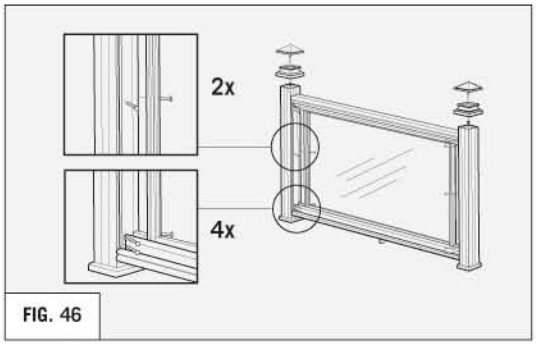

FIG. 46
9. Place railing assembly between posts. Attach mounting plate and rails using #8 x 3" screws. **(REFER TO FIG. 46)**